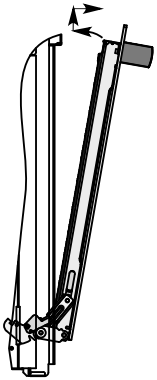

рис. 15
4. Взять дверцу за боковые стороны и потянуть на себя и вверх, чтобы освободить нижние оси шарниров, см. рис.15;